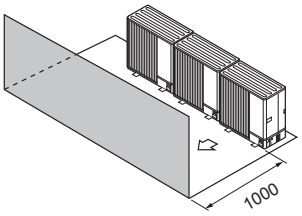

Fig. 1-14
③ Obstacles at front only (Fig. 1-14)